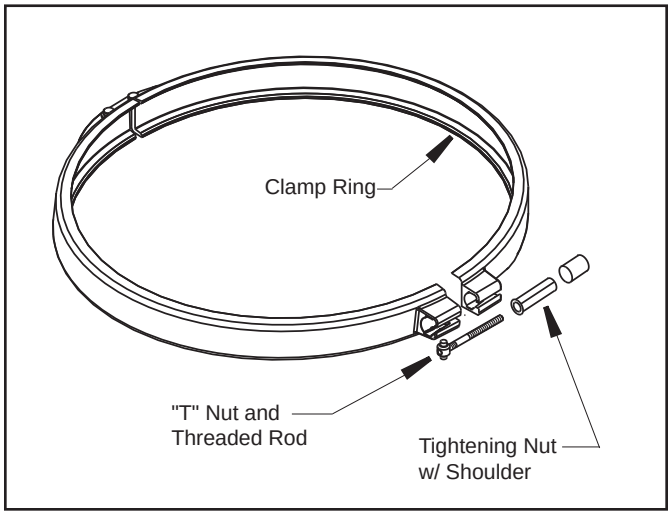

Figure 7. Filter Clamp Ring
3. Place the "T" nut and threaded rod assembly into the clamp. Be sure the "T" nut is seated in the clamp in the proper orientation (See Fig. 7).
4. Use a 9/16" socket on the tightening nut until the clamp ring halves touch each other, or are within 1/16" (See Fig. 7) ***but do not overtighten as the clamp can break***. If unable to tighten as indicated, do not operate the filter and ***call a service technician immediately***.
3. Check that the tank clamp is correctly seated and tight (See Figs. 7 and 8).